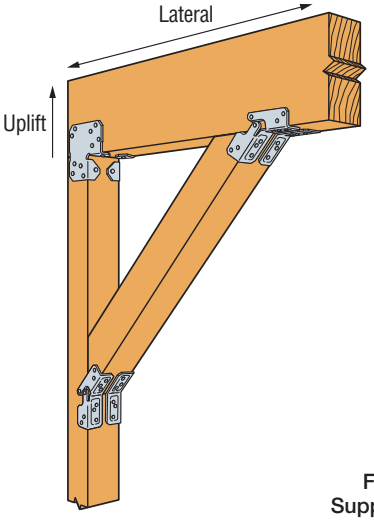
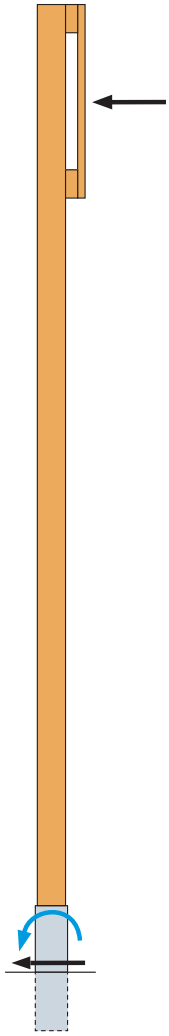

Figure 2 — Typical LCE Post Cap Installation with KBS1Z Knee Bracing
Figure 3 — Non-Top-Supported Post with MPBZ Moment Post Base
f. Except for the MPBZ moment post base, post bases do not provide adequate resistance to prevent members from rotating about the base and are therefore not recommended for non-top-supported installations (such as fences or unbraced carports). The top of the post must be restrained from moving horizontally by some other means, e.g., by tying the roof into a supporting structure or by adding knee bracing between the posts and beams. (Figure 2) Alternatively, see the MPBZ on pp. 80–81 for a post base that provides moment resistance for columns or posts. (Figure 3)
k. Allowable lateral loads for post caps can only be achieved if one of the members, the post or beam, is supported laterally by other means. (Figure 2) For applications involving lateral load transfer from the beam to the column, the column must be designed to receive the load without rotating about its base (e.g., cantilevered out of the ground, diagonally braced, or connected at the base with a moment-resisting connector like the MPBZ post base).